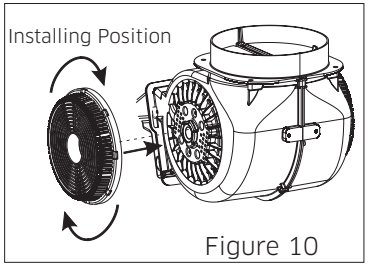

Figure 10
- Charcoal filters are installed onto both sides of the fan as shown in **Figure 10** by turning 10 degrees clock-wise.